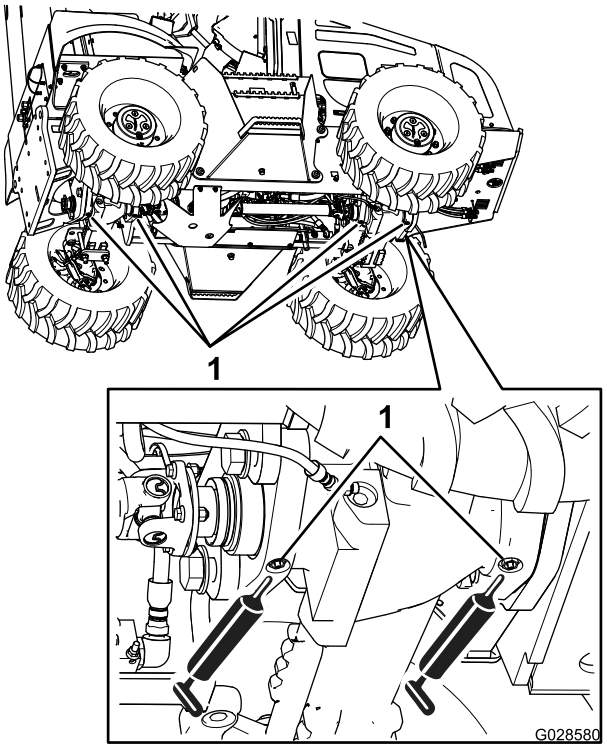

Figura 56
3. Conecte la pistola de engrasar a los engrasadores de los pivotes de inclinación de los ejes delantero y trasero; bombee 2 o 3 aplicaciones de grasa en cada engrasador (Figura 56).